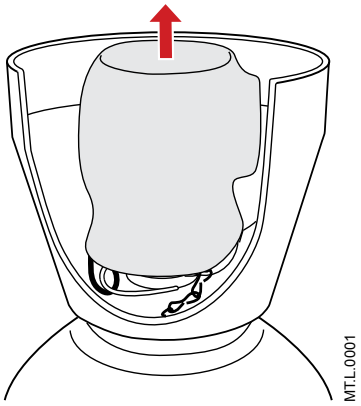

Figure 3-17 Seal on INOmeter
1. Pull up the tamper-proof seal to remove it. Then properly dispose of it (Figure 3-17).